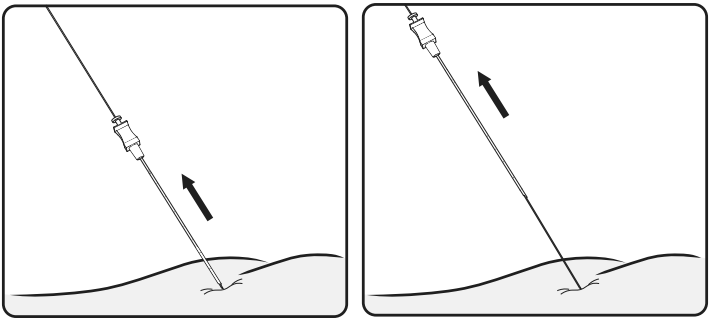

Figure 9. Retirer l'aiguille pour infiltration foraminale
4. Tout en maintenant le guide directionnel en place, faire glisser doucement l'aiguille sur le guide et l'extraire du foramen (**Figure 9).**